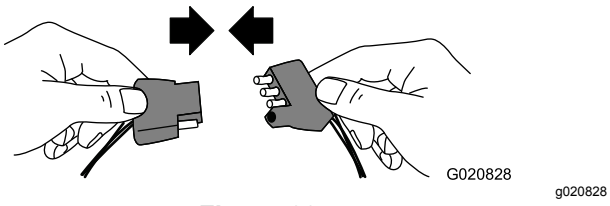

Figura 28
1. Enchufe el conector eléctrico de la máquina en el conector eléctrico del vehículo de remolque (Figura 28).